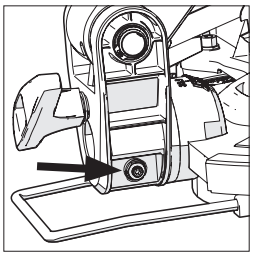

Fig. 11
- Folosiți cheia imbus pentru a regla șurubul de reglare către stânga sau dreapta, după cum e necesar **(Fig. 11)**.